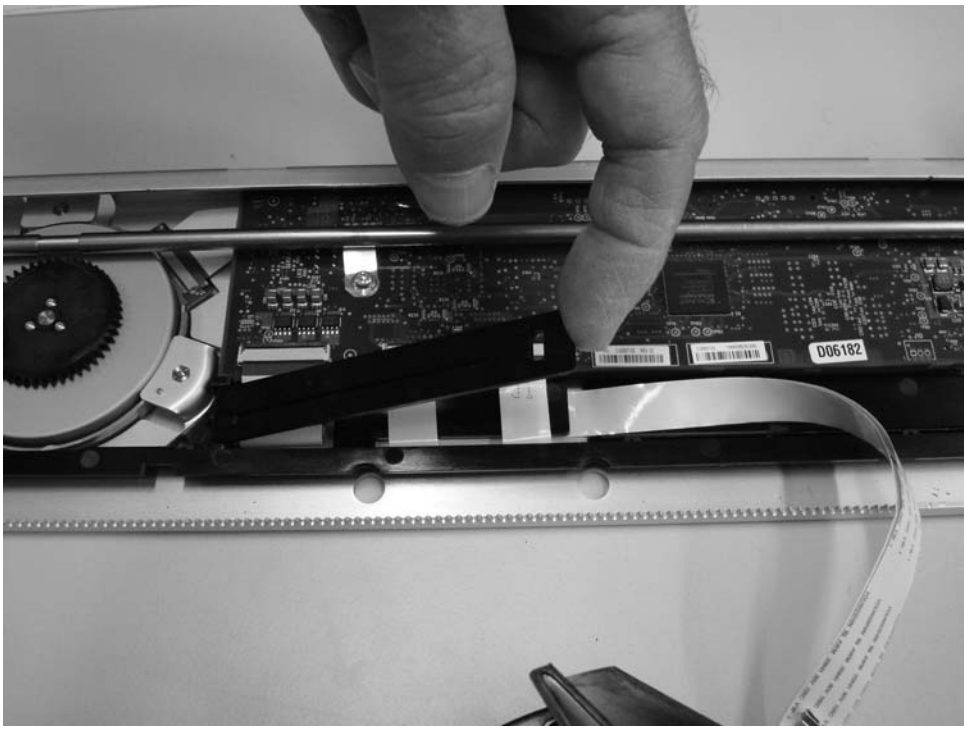

Figure 7-107. Lift the cable protector
a. Lift the cable protector from the back side and pull forward (Figure 7-107 on page 7-96).